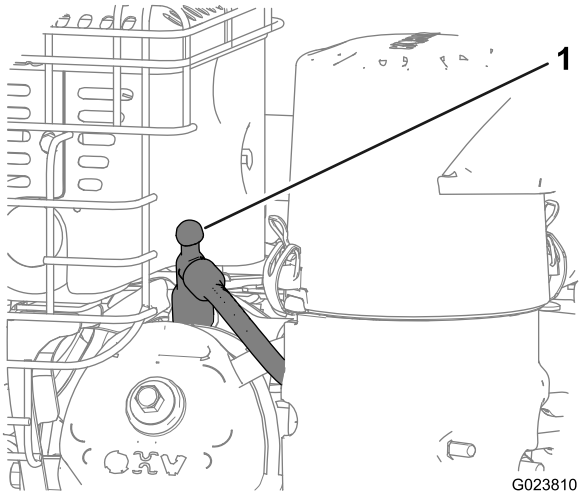

Figur 19
3. Lossa tändkabeln och håll den borta från tändstiftet så att motorn inte kan startas oavsiktligt (Figur 19).